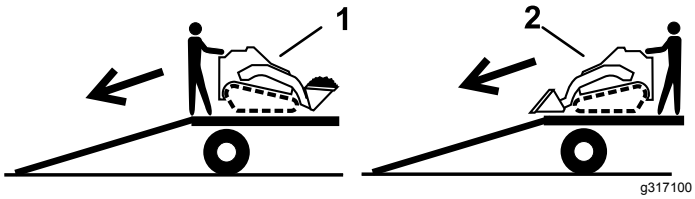

**Figure 22**
2. Unload the machine from the trailer with the heavy end up the ramp, carrying loads low (Figure 22).